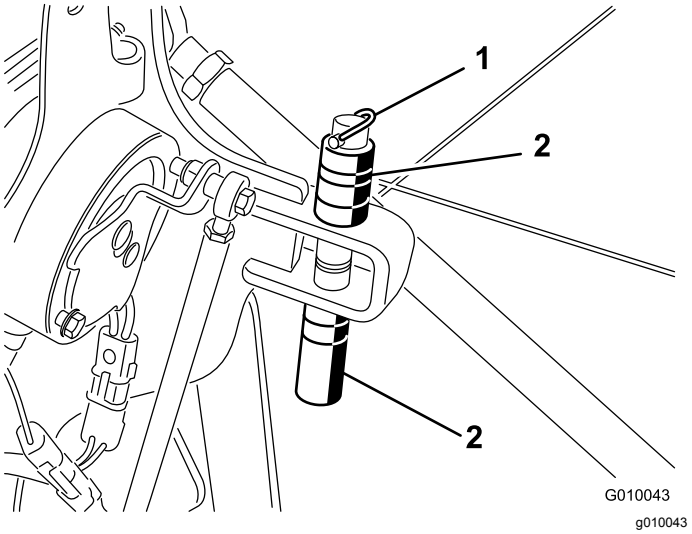

**Figur 29**
2. Ta bort hjulsprinten som fäster distansbrickorna och djuppinnarna (Figur 29).